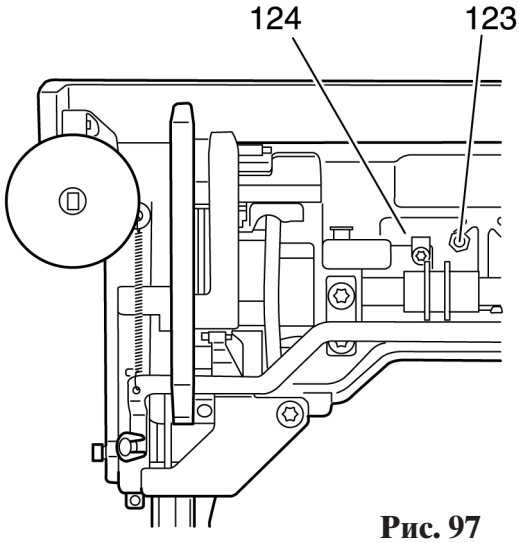

Рис. 97
- Выверните крепежный винт 123 платы 124 с помощью угловой отвертки для винтов с внутренним шестигранником TX 15 (рис. 97).
- Закрепите на корпусе машины плату 124 крепежным винтом 123 с помощью угловой отвертки для винтов с внутренним шестигранником TX 15 (рис. 97).